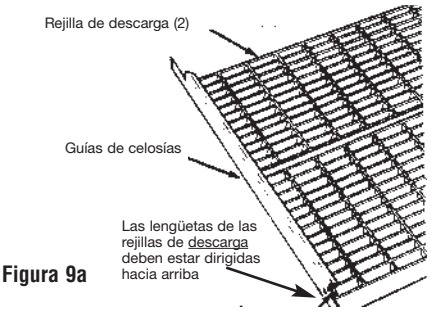

Figura 9a
4. Coloque las dos guías de celosías sobre las dos rejillas de descarga, como se muestra en la Figura 9a.